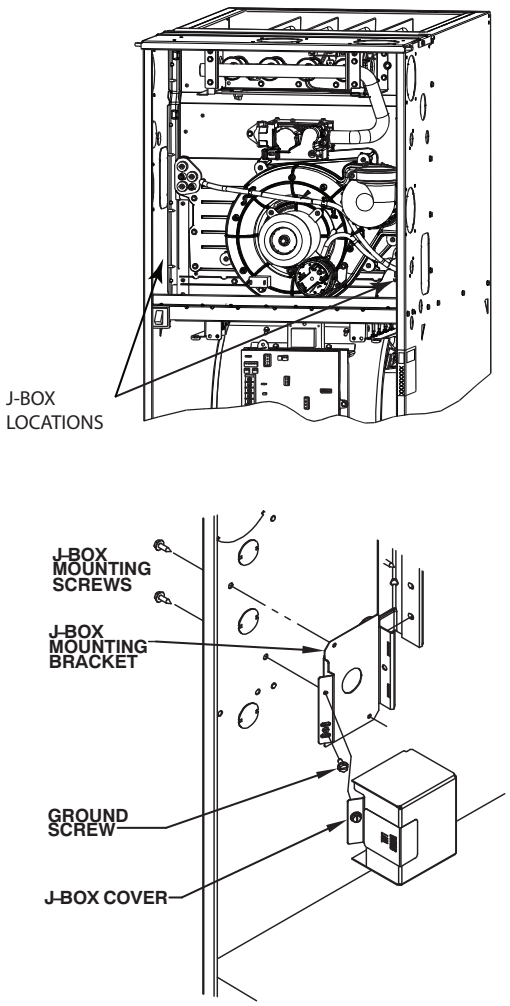

Fig. 31 - Installing J-Box (When Used)
Align the J-box mounting bracket against the inside of the casing and secure the mounting bracket with the screws. (See Fig. 31.)
6. Connect field ground wire and factory ground wire to green ground screw on J-Box mounting bracket as shown in Fig. 31.
1. Install J box mounting bracket to inside of furnace casing. (See Fig. 31.)
5. Connect field ground wire and factory ground wire to green ground screw on J-Box mounting bracket as shown in Fig. 31.
7. Attach furnace J-Box cover to mounting bracket with screws supplied in loose parts bag. Do not pinch wires between cover and bracket. (See Fig. 31).
1. Install J box mounting bracket to inside of furnace casing. See Fig. 31.
4. Connect field ground wire and factory ground wire to green ground screw on J-Box mounting bracket as shown in Fig. 31.